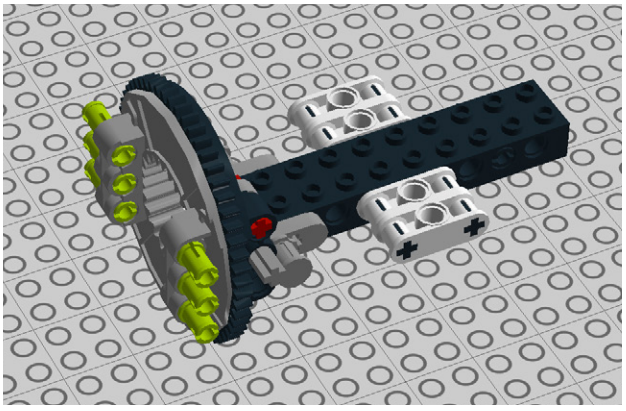

Figure 7-84. *Step 77: Adding connector pegs*
77. Add six connector pegs (Figure 7-84).